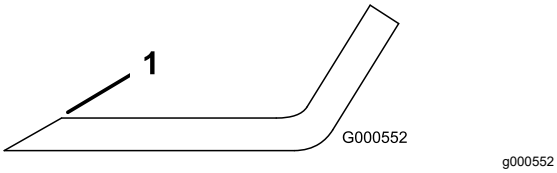

**Figur 108**
1. Anvend en fil til at slibe begge ender af skærekniven (Figur 108).
**Bemærk:** Hvis kniven ikke er afbalanceret, skal der slibes lidt mere metal af sejlområdet (Figur 108).